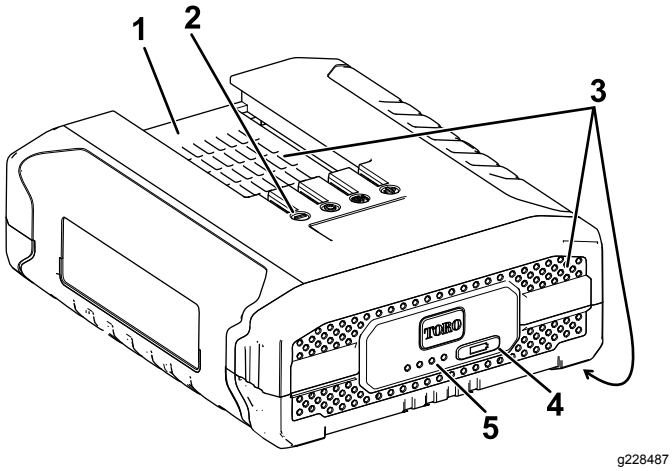

Figure 3
2. Alignez le creux de la batterie (Figure 3) sur la languette du chargeur.